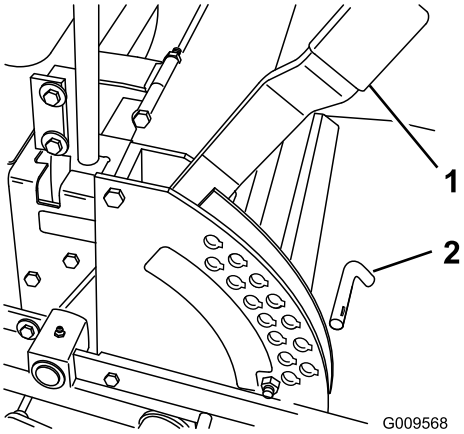

Figur 19
1. Höj klipphöjdsreglaget till transportläget (som också är klipphöjdsläget 127 mm) (Figur 19).
2. Justera inställningen genom att ta ut sprinten ur klipphöjdsfästet (Figur 19).
3. Sätt i sprinten i det hål i klipphöjdsfästet som motsvarar den önskade klipphöjden (Figur 19).